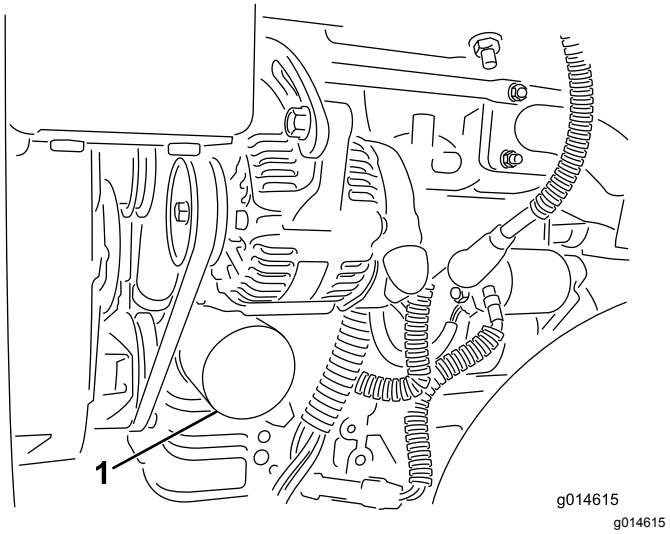

Figur 34
2. Avlägsna oljefiltret (Figur 34). Stryk på ett tunt lager ren olja på den nya filterpackningen.